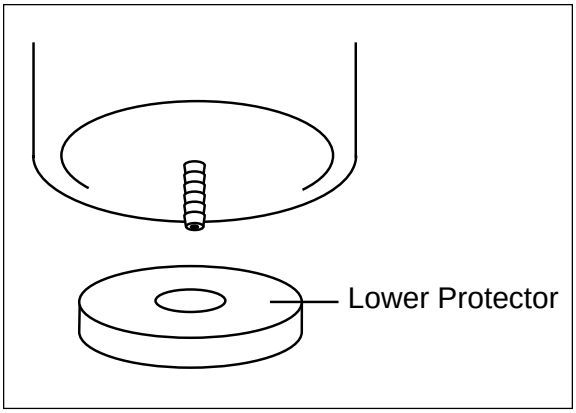

Figure 2
6. Push cylinder to the top of the coil and insert protector between the lower open coils. Push the cylinder down so that the barb goes into the protector’s open hole (Figure 2).